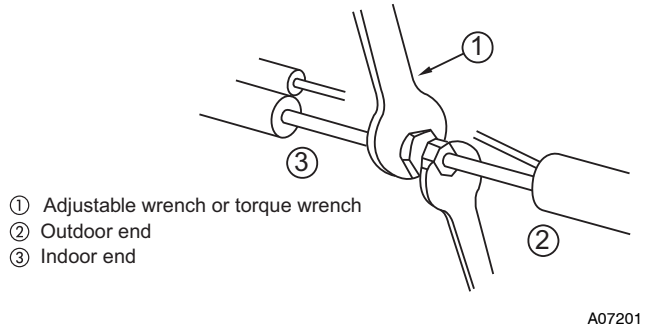

Fig. 42 - Tightening Connections
7. Lubricate the end of the pipe and thread of the flare connection with refrigerant oil. Tighten by hand and then use two wrenches (see Fig. 42) to tighten all connections.